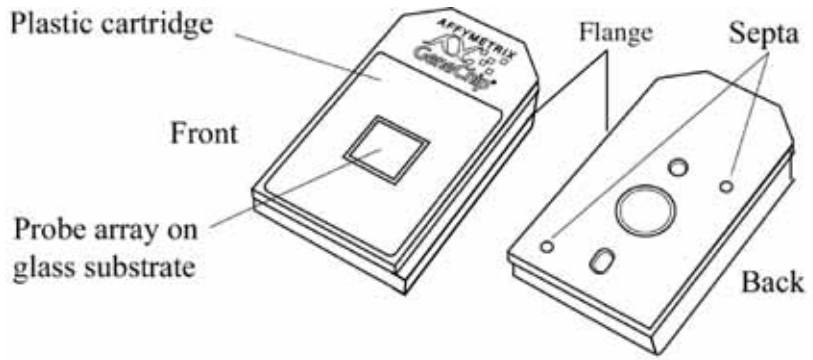

Figure L.13
1. On the back of the probe array cartridge, clean excess fluid from around septa **(Figure L.13)**.